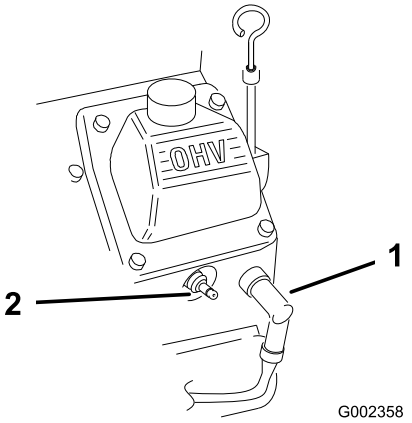

Figur 28
2. Lossa kablarna från tändstiften (Figur 28).